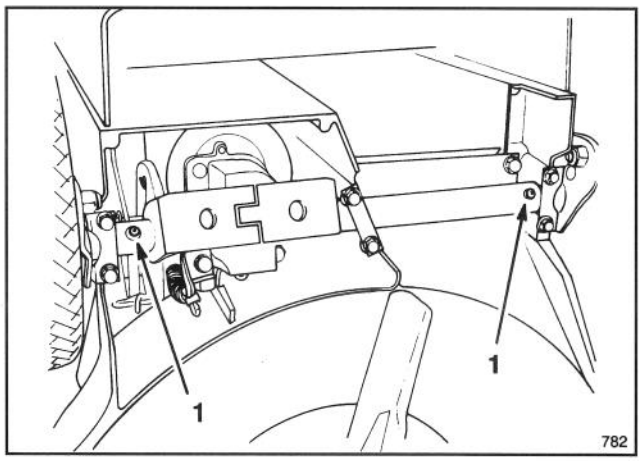

Abbildung 24
3. Den Mäher auf die höchste Schnitthöhe einstellen (E).
4. Den Mäher nach links kippen. Alle Schmiernippel mit einem Lappen sauberwischen (Abb. 24). Eine Fettpresse ansetzen und in jeden Nippel zwei bis drei Hübe Mehrzweckfett #2 auf Lithiumbasis einpressen.